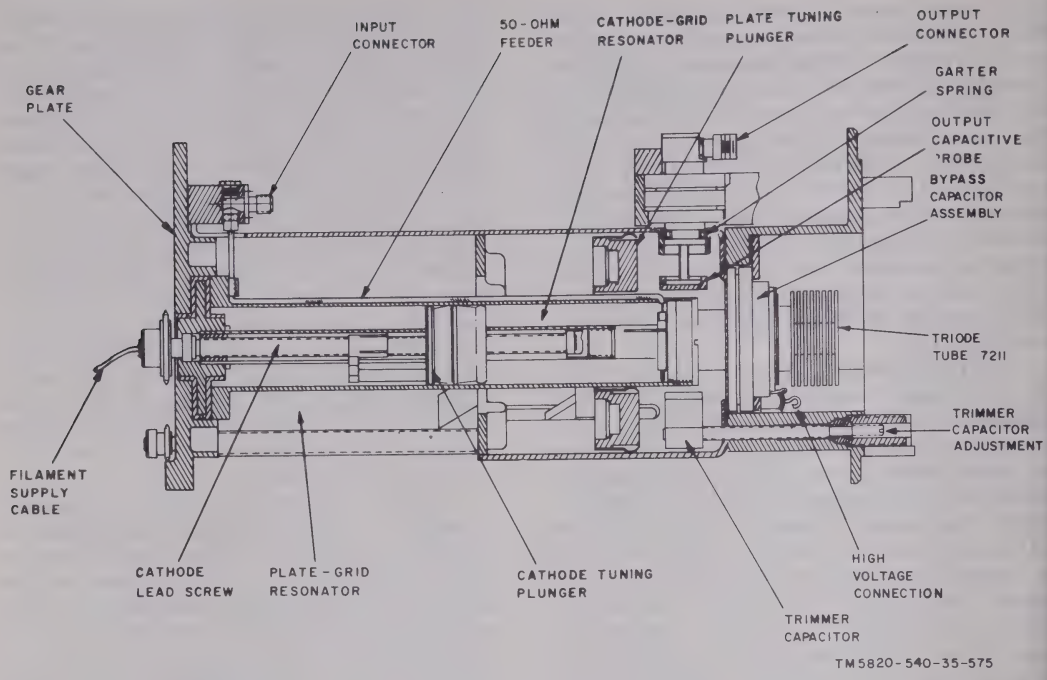

Figure 2–71. Power amplifier (band III) resonator cavity cross section.
b. Detailed Circuit Analysis (fig. 2–72). The signal from amplifier frequency multiplier 38A1 is fed through connector J1 and input matching network L1, Z1 to the cathode of driver tube V1. Z1 is a section of open-circuit transmission line which forms a shunt capacitance to the grid of V1 which is at Dc gound. Z6 in the V2 circuit is similar and both provide impedance matching at the high frequency end of the frequency range. The driver V1 and output V2 circuits are identical. Z2 and Z7 are the cathode-grid resonant cavities and Z5 and Z10 are the plate-grid resonant cavities for the driver and output stages respectively. C5 and C12 are button-type standoff capacitors for the regulated heater supply to the driver and output stages. C7 and C14 are the feedthru capacitors for high voltage plate supply to the two stages. C4 is a trimmer capacitor in parallel with the plate-grid circuit and is used to compensate electron tube plate-grid capacitance spread of the driver stage. Similarly C11 is the trimmer capacitor in the output stage. C3 and C10 and C1, C8 are bypass capacitors and provide dc isolation. The input signal, at a level of 200 milliwatts, is fed to the cathode of the driver tube V1. The signal excites cathode resonator Z2 connected between cathode and grid of V1. The output signal from the plate of V1 resonates in plate-grid resonator Z5 and is coupled through coupling probe C2 to the output connector J2. Coupling probe C2 is preset during alignment. The driver tube output is fed through coaxial cable W1 to connector J3 of the output stage and then to the input matching network Z6, L2. Z6 and L2 perform the same function as Z1 and L1 in the driver